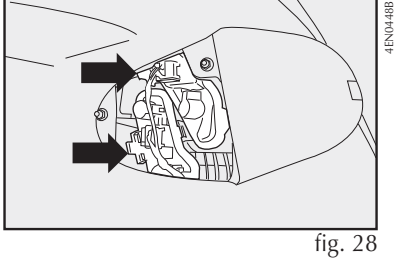

fig. 28
1) por dentro do porta-malas, puxar a tira de velcro e levantar o carpete que recobre o grupo das lanternas traseiras **A-fig. 28**;
2) pressionar as linguetas **fig. 28** e puxar os conjuntos porta-lâmpadas retirando-os de suas sedes;
3) remover as lâmpadas **fig. 28** empurrando-as levemente e girando-as levemente.